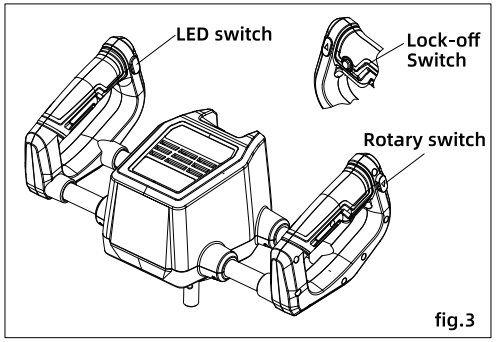

fig.3
2. Depress the operating lock lever on your right, then squeeze the operating trigger. **(Fig.3)**
4. Depress the LED Switch on your left, the LED light on the bottom is on. Depress the LED Switch again, then the LED light is off. **(Fig.3)**